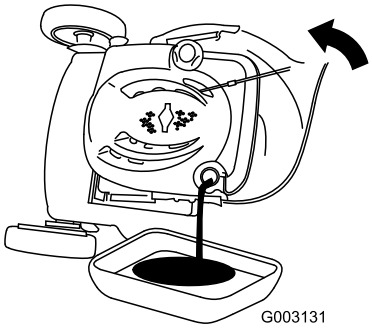

**Figuur 35**
3. Kantel de machine op de zijkant (met het luchtfilter naar boven) om de oude olie via de vulbuis weg te laten lopen (Figuur 35).